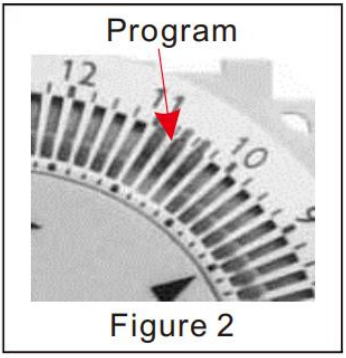

Figure 2
2. Przesuń segmenty na zewnątrz, aby Pracujemy. Każdy segment reprezentuje 15 minut. Np. chcesz, aby urządzenie elektryczne działało w godzinach 10:15–11:00. Przesuń trzy segmenty na zewnątrz między 10:15 a 11:00 (patrz rysunek 2).